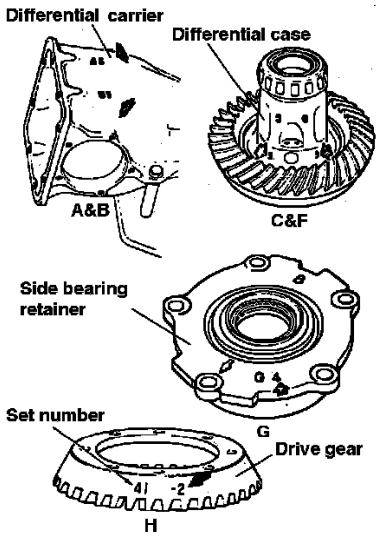

Fig. 12 Differential Markings Positions
b. When replacing differential carrier, differential case, side bearing and side retainer, **Fig. 12,** obtain left and right retainer shim thicknesses, **Fig. 13,** by the following formula: T1 (left) = (A + C + G - D - E + H) X .01 + .76mm; T2 (right) = (B + D + G - F - H) X .01 + .76mm. when T1 & T2 = thickness of left and right retainer adjusting shims in mm, A & B = figure mark on differential carrier, C & D = figure mark on differential case, E & F = difference of width of left and right side bearings from standard width 20mm expressed in a unit of 1/100mm, G = figure marked on side retainer and H = figure marked on drive gear. **If figure is not marked, regard as zero.**